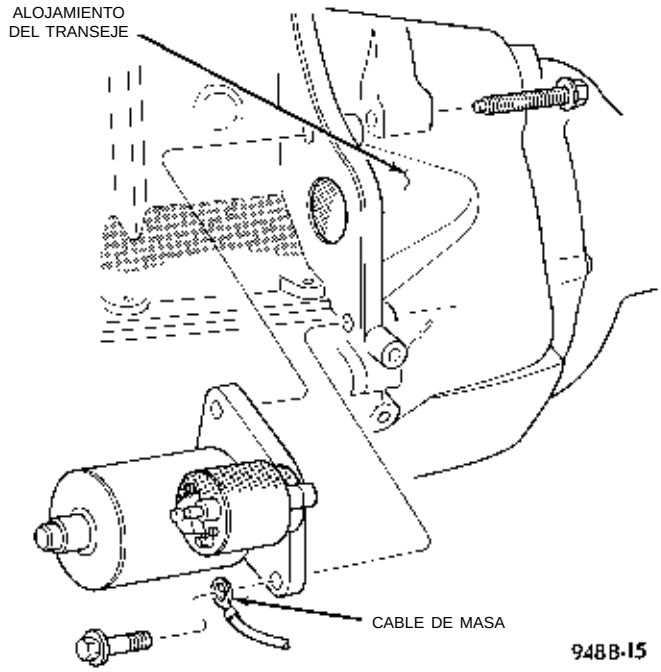

Fig. 27 Pernos del motor de arranque
(16) Retire el amortiguador de sacudidas al arrancar y el soporte.
(17) Retire el perno inferior del motor de arranque (Fig. 27).